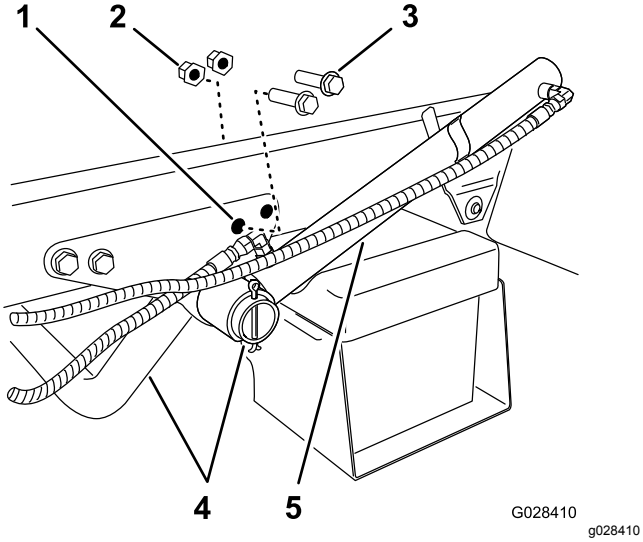

Figur 8
1. Fjern de 2 bageste flangehovedbolte og 2 flangelåsemøtrikker, der fastgør motorrørets støttebeslag til maskinstellet (Figur 8).
2. Drej løftecylinderen for at give plads til montering af tankplatformens tilholderbeslag (Figur 8).